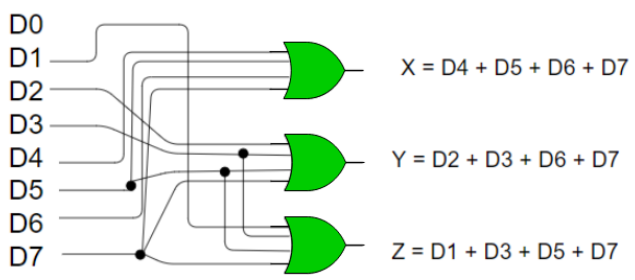

Figure 8.2. Octal to Binary Encoder Logic Diagram
3. Make a modification in Figure 8.2 based on the ambiguity and limitation of encoder that was mentioned in the Discussion part.
2. What after modification of the given figure 8.2, do you think learning about limitation of one device could help the creator improve his/her critical thinking skill? Why? Why Not?